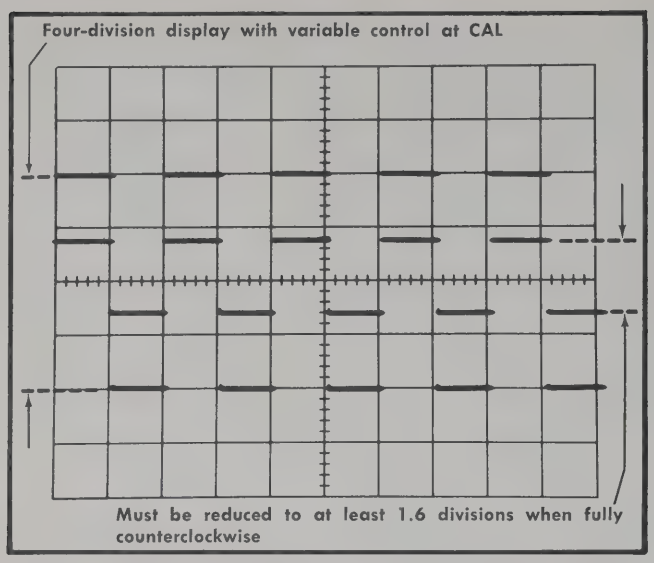

Fig. 6-19. Typical CRT display when checking VARIABLE VOLTS/DIV control range (double exposure).
b. CHECK—Turn the Channel 2 VARIABLE VOLTS/DIV control fully counterclockwise. Display should be reduced to 1.6 divisions or less (representing a control attenuation range of 2.5:1 or greater; see Fig. 6-19). Channel 2 UNCAL light must be on when VARIABLE control is not in CAL position.
e. CHECK—Turn the Channel 1 VARIABLE VOLTS/DIV control fully counterclockwise. Display should be reduced to 1.6 divisions or less (control range of 2.5:1 or greater; see Fig. 6-19), Channel 1 UNCAL light must be on when VARIABLE control is not in CAL position.